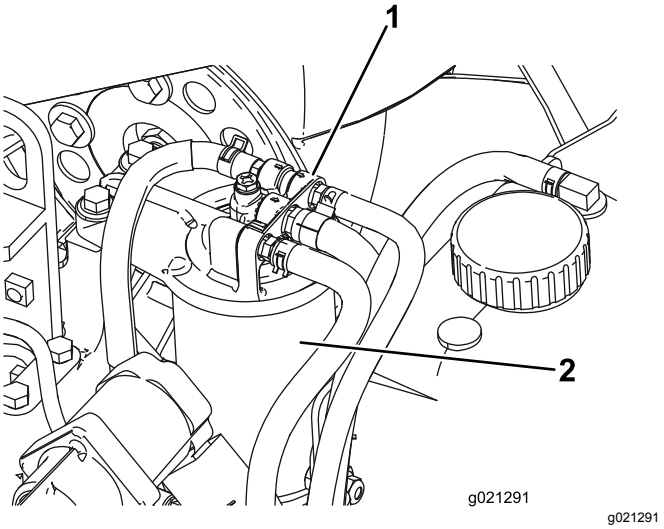

Figuur 82
1. Maak de omgeving van de kop van het brandstoffilter schoon (Figuur 82).
2. Verwijder het filter en reinig het filterkopplaatsingsoppervlak (Figuur 82).